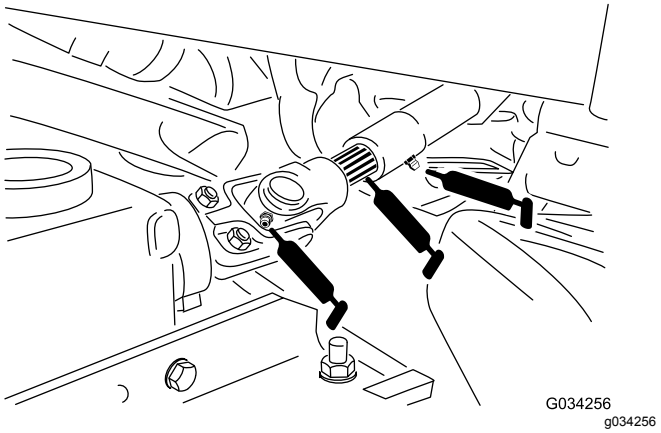

Figur 36
- Kraftuttagets universalaxel (Figur 36)